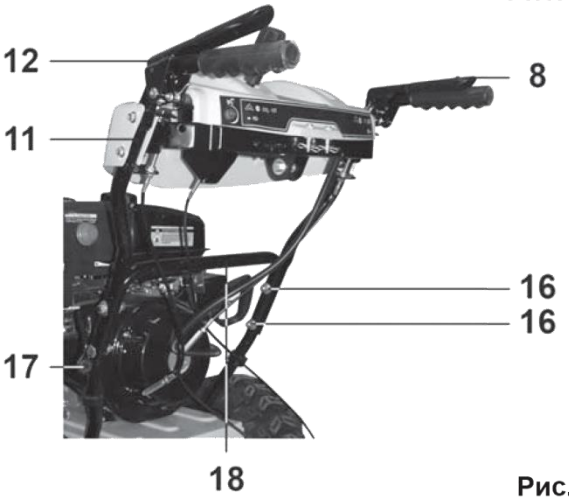

Рис. 6
6.1.2. Установите рукоятку управления (11) на нижнюю рукоятку (18) снегоуборщика как показано на Рис.6.